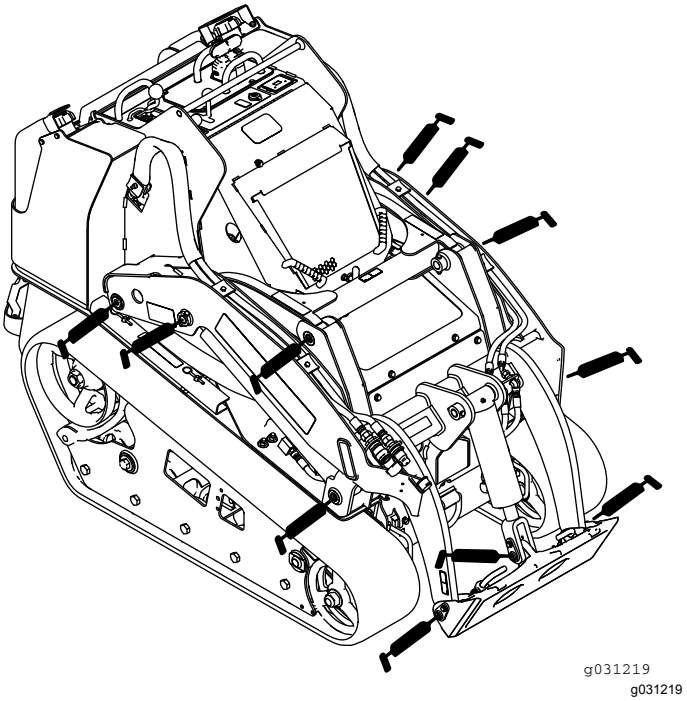
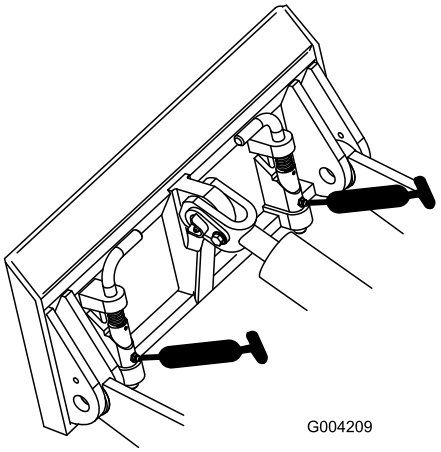
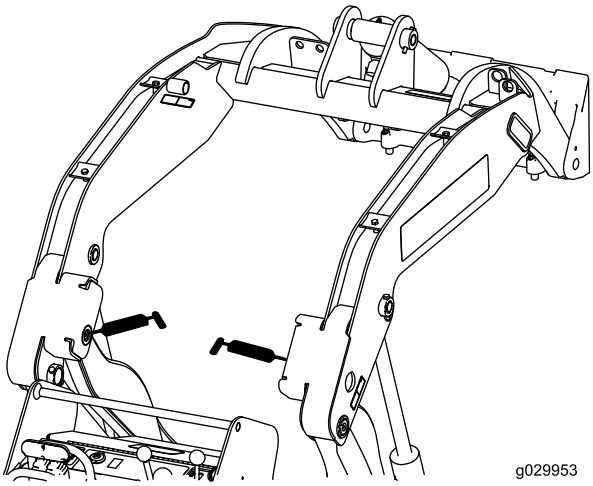

**Rysunek 44**
**Rysunek 45**
**Rysunek 46**
3. Podłącz smarownicę do każdej ze smarowniczek (Rysunek 44, Rysunek 45 i Rysunek 46).
**Informacja:** Przed wtłoczeniem smaru w smarowniczki pokazane na Rysunek 46 unieś ramiona ładowarki.